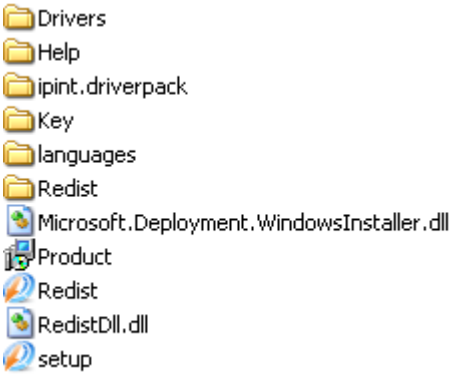

Figure 5.1-2 Contents of INTELLECT installation software
1. Insert INTELLECT installation disk in the CD-ROM drive, its contents will be displayed in a dialog box (Figure 5.1-2).